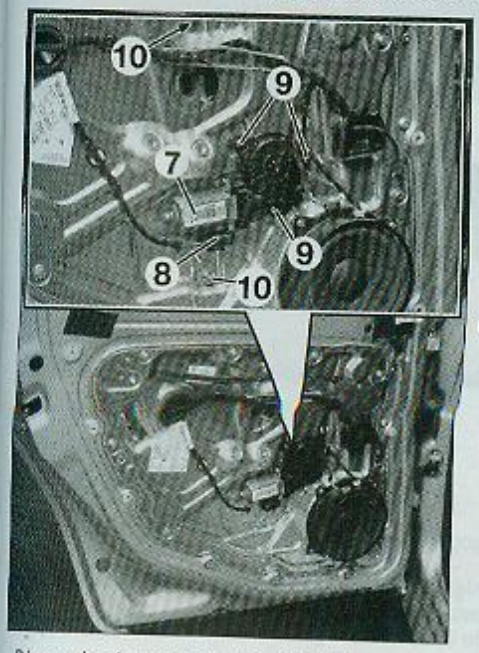

FIG. 54
• Déposer le support interne (2).
• **Avec lève-vitre électrique**, déposer le moteur de lève-vitre (7) après avoir débranché son connecteur (8) et déposé ses vis (9) **(Fig.54)**.